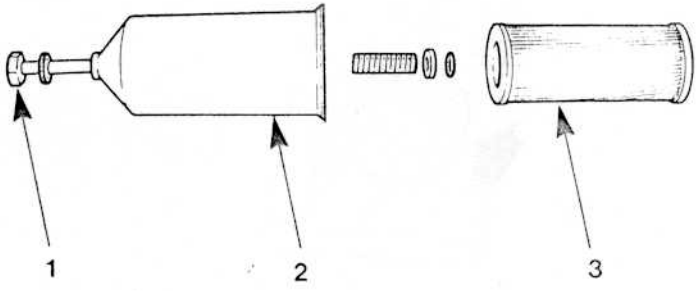

fig 91
Desserrer le boulon de fixation (1) sous le filtre d'aspiration (Figure 91), écarter la cuve (2) de son joint d'étanchéité et enlever la cuve et l'élément filtrant (3). Etant donné que le filtre est du type à toile métallique, il est préférable de le laver dans du dissolvant non gras, du pétrole ou du kérosène propre.